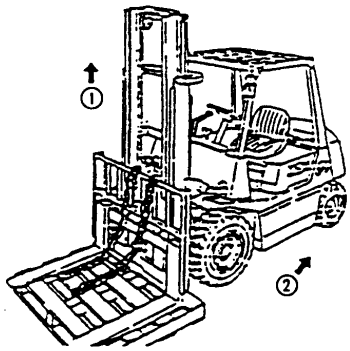

Fig8.9
(1) Place a pallet on the forks and let the truck parking on the horizontal ground.
(2) Make the forks and the pallet down to the ground.
(3) Disassemble the end nipple of the upper chain and take the chain down from the sheave.
(4) Lift the inner mast (See Fig8.9 ①).
(5) Make the truck back-up if the lift bracket is fully separated from the outer mast. (See Fig8.9 ②)